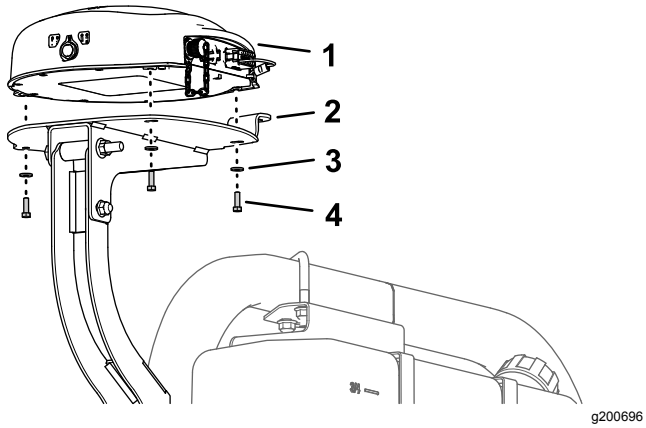

Rysunek 158
1. Ustaw 3 gwintowane otwory w podstawie odbiornika nawigacyjnego równo z 3 otworami w płycie odbiornika (Rysunek 158).
2. Zamontuj odbiornik do mocowania (Rysunek 158) używając 3 śrub z łbem sześciokątnym (5 x 16 mm) i 3 podkładek (5 mm).